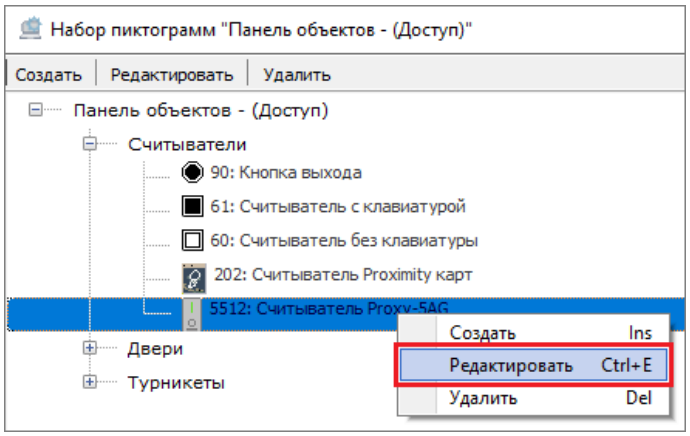

Рисунок 6-511 Переход к редактированию пользовательского вида пиктограмм
3) кликните по выбранному пользовательскому виду пиктограмм правой клавишей мыши и выберите в контекстном меню вида пиктограмм команду «Редактировать» (см. Рисунок 6-511) или выделите выбранный пользовательский вид пиктограмм и нажмите сочетание клавиш <Ctrl+E> на клавиатуре;